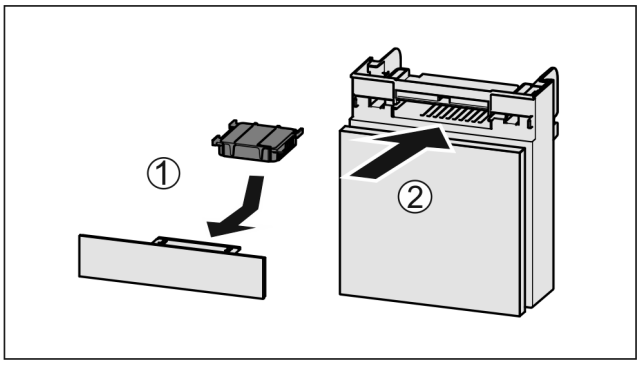

Fig. 167
▶ Introduceți *Fig. 167 (1)* filtrul de cărbune activ după cum se vede în figură.
▶ Împingeți *Fig. 167 (2)* compartimentul în interior.